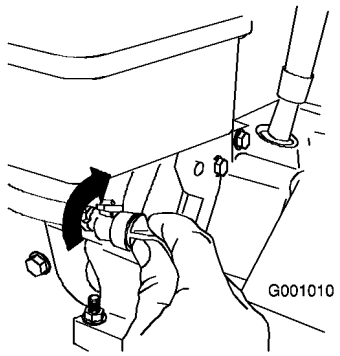

Bild 32
3. Schließen Sie den Kraftstoffhahn durch Drehen nach rechts (Bild 32).